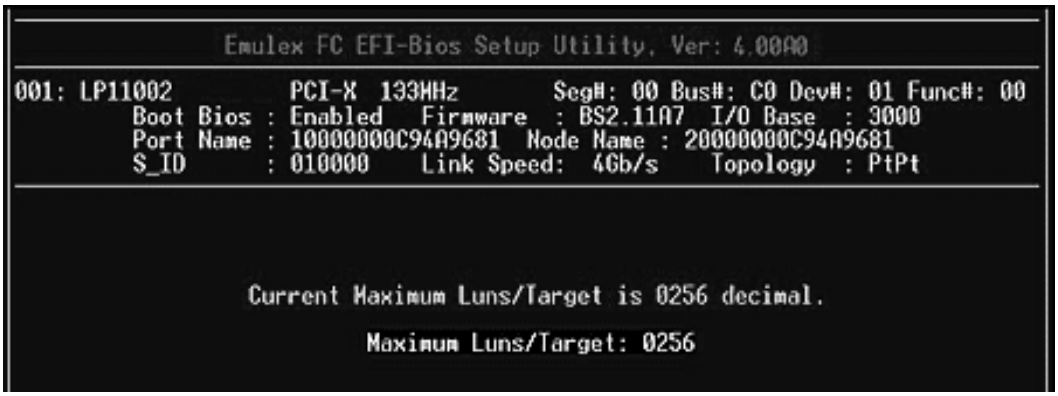

Figure 35: Current Maximum LUNs screen
1. On the Boot Configuration menu, select **2. Maximum LUNs/Target** and press **<Enter>**. The screen shown in Figure 35 is displayed.